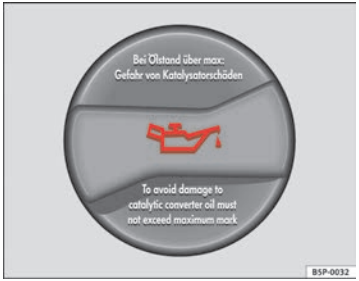

Fig. 114 In the engine compartment: Engine oil filler cap
– Unscrew cap from oil filler opening ⇒ fig. 114..
– As soon as the oil level is in area (B), carefully close the cap.